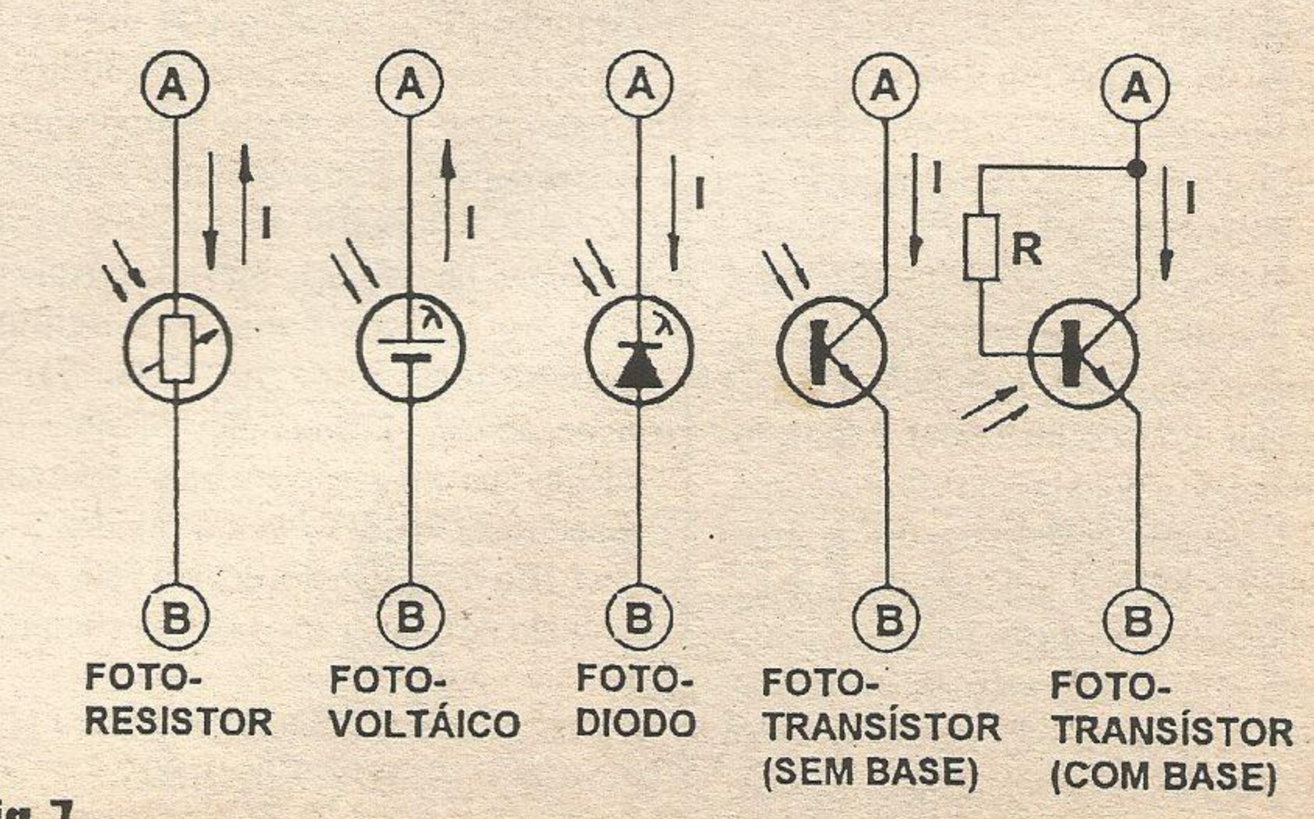

Fig. 7
**- FIG. 7 - OS DETETORES OPTO NA MODERNA ELETRÔNICA, E SUAS CONDIÇÕES DE *POLARIZAÇÃO*... -** Ainda antes de nos aprofundarmos nos DETETORES mais práticos e funcionais, atualmente, é importante darmos uma *parada* para lembrar de um importante conceito, que deve estar sempre presente para os caros leitores/*alunos*, nas interpretações de circuitos, esquemas, experiências, projetos, etc., no que se refere à *polarização* de tais componentes... Na figura vemos as representações simbólicas dos 5 opto-detetores mais utilizados nos circuitos e aplicações práticas, com as setas anexas indicando as *direções* possíveis da corrente, quando em funcionamento... Notar que, de todos eles, o *único* **não polarizado** é o FOTO-RESISTOR (LDR), no qual, dada uma intensidade "X" de luz atingindo o sensor, a *dificuldade* (ou *facilidade*...) imposta à passagem da corrente será *a mesma, em ambos os sentidos* (não há uma polarização fixa e obrigatória de trabalho para o componente...). Dessa forma, o LDR é o único dos detetores opto que pode (sem *artifícios* circuitais complexos...) operar em ramos de circuitos alimentados diretamente por Corrente Alternada (observar que mencionamos **alimentação** por C.A. e *não* **manejo de sinais** em C.A., o que *não é a mesma coisa*...). Todos os outros tipos de detetores opto são polarizados: os FOTOVOLTAICOS (detetores *ativos*) *geram* energia elétrica, manifestada na forma de uma diferença de potencial ou tensão entre seus terminais, com polaridade fixa... em outras palavras, *estimulado* pela luz, o FOTOVOLTAICO gerará uma C.C. ou corrente Pulsátil, com polaridade *definida*, não sendo possível a obtenção de
junção... Ocorre, porém, o seguinte: com o diodo inversamente polarizado (ver **C**), se a junção *receber energia luminosa* (os fótons, ou "*partículas*" de luz...), esta forçará a liberação de elétrons na área de deplexão, permitindo um substancial incremento na fraca corrente *inversa* estabelecida...! Assim (**D**) um FOTO-DIODO permite, sob polarização inversa, a passagem de corrente *proporcional* à intensidade da luz que atinge a junção...! Embora a sensibilidade dos FOTO-DIODOS não seja tão elevada quanto a de seus outros *companheiros* detetores (mostrados juntos na **FIG. 7**), sua *velocidade de reação* é elevadíssima, o que adeqüa sua utilização em funções circuitais específicas, que *exijam* tal rapidez (o que um LDR, por exemplo, devido à sua relativa lentidão de reação, não poderia cumprir...)!